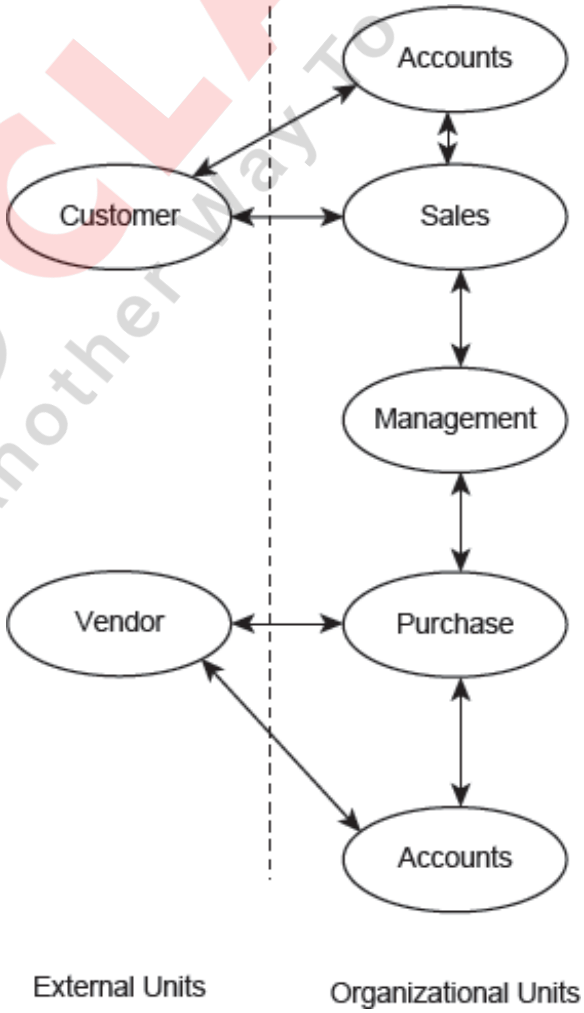

FIGURE 6.8 Interaction Model (Partial) of a Stationary Trading Business
4. **Interaction model**: Firstly, it is required to club together the functions that an organizational unit performs, then an interaction map to show interaction between organizational units is created. No details are included in the interaction map. For example, a customer interacts with sales units of the organization and sales unit interacts with accounting. An interaction map shown in Figure 6.8 captures these interactions.